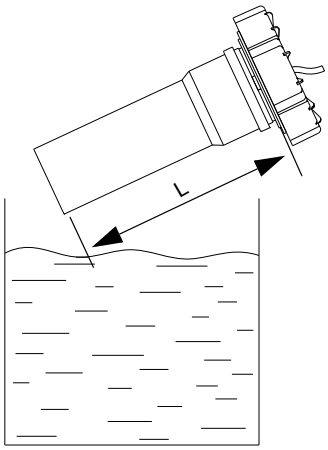

Рис. 20 Длина пьезоэлектрического датчика
4. Введите длину [L] (мм) трубки согласно перечню, приведенному ниже, и нажмите "OK". См. рис. 20.